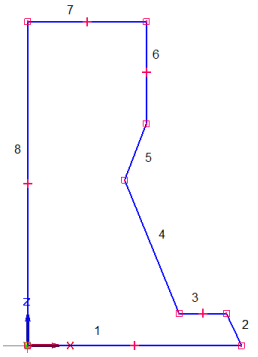

***Figure 3-47*** *Profile for the revolved model*
4. Complete the sketch of the revolved model by drawing the remaining lines by taking the reference of the first line, refer to Figure 3-47. The lines in this sketch have been numbered for your reference.